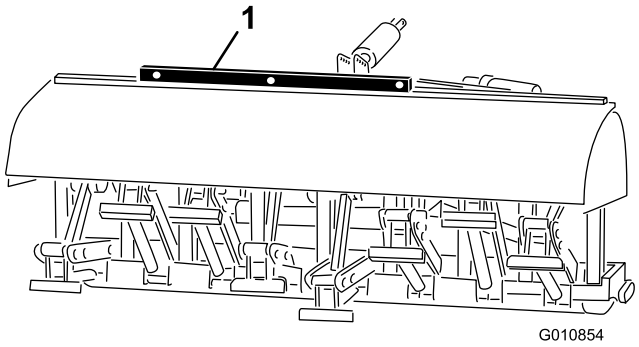

Figur 23
2. Placera ett vattenpass ovanpå luftarens ram för att kontrollera att den är jämnt inställd i sidled (Figur 23).